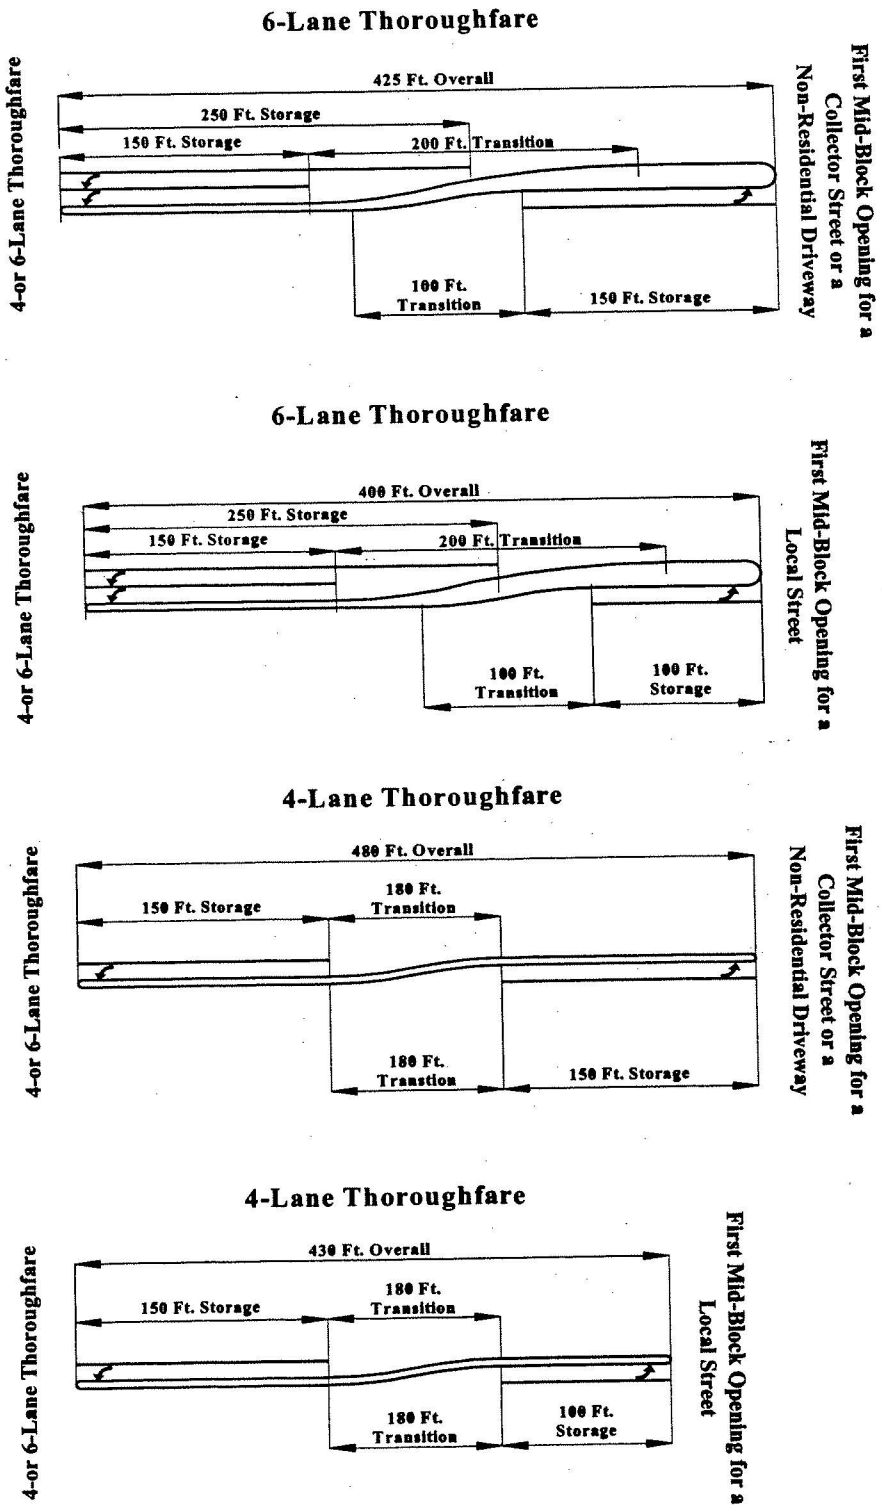

FIGURE 11.7: Minimum Spacing Between Divided Thoroughfares and First Mid-Block Median Opening on 4- or 6-Lane Thoroughfares.
1. The minimum distance to the first mid-block median opening along divided thoroughfares that are immediately downstream from a major thoroughfare are shown in Figure 11.7. These distances vary from three hundred fifty feet (350') to four hundred twenty five feet (425') nose-to-nose depending on the thoroughfare type and the type of mid-block opening.